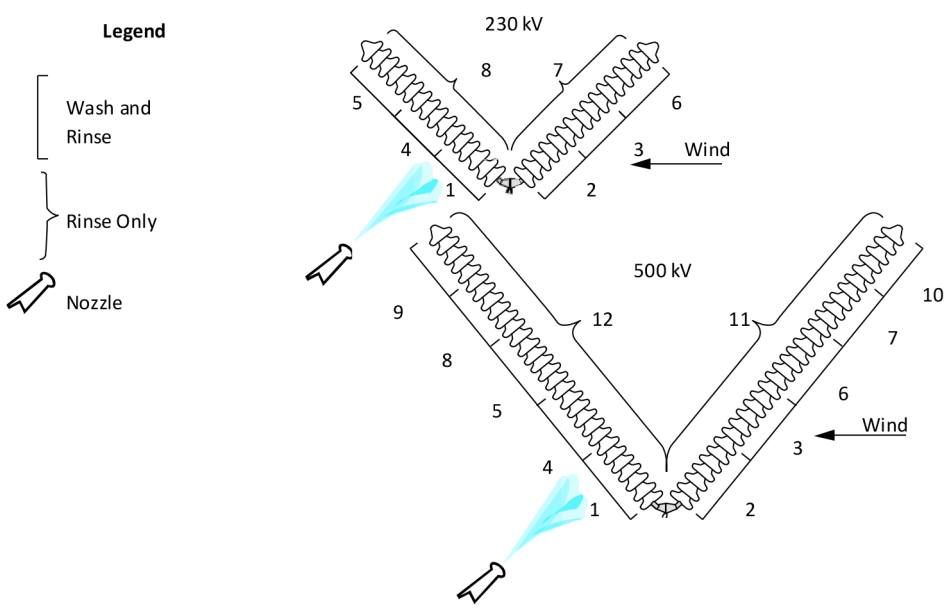

Figure 5.6.4. Washing and Rinsing Sequence for "V" String Insulators.
C. After completely washing the upwind string, rinse both strings of the "V." Apply this technique **only** when using the aerial wash truck (production washer) or helicopter for the center phase "V" string of a 500 kV structure. If the 500 kV structure must be climbed for washing or if contamination is heavy, use two nozzles simultaneously to wash each string of the "V." (See Figure 5.6.4.)